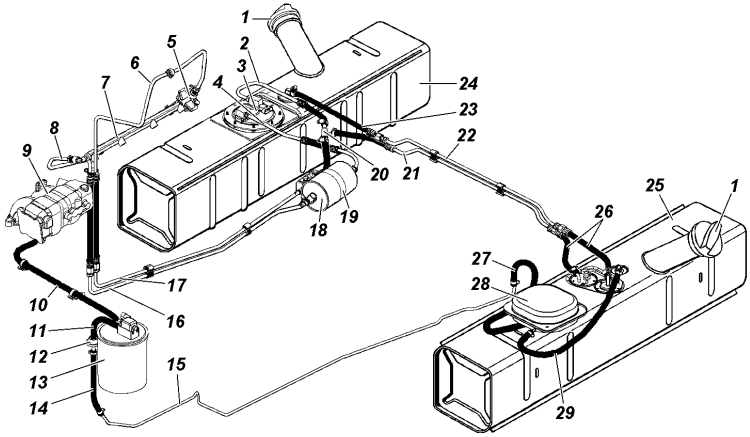
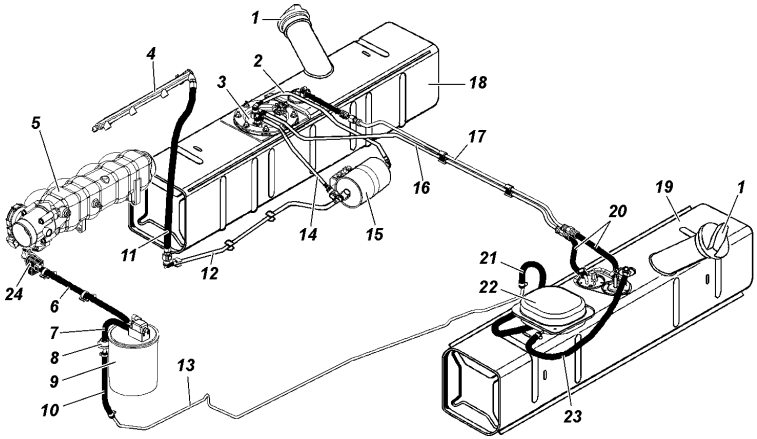

Рис. 9.27. Схема системы питания двигателя топливом (Экологический класс 2):
Рис. 9.28. Схема системы питания двигателя топливом (Экологический класс 3):
Топливные баки 24, 25 (рис. 9.27) и 18, 19 (рис. 9.28). Обслуживание топливных баков заключается в периодической промывке фильтра электробензонасоса (правый бак) и промывке самих баков.
- откройте люк в полу кузова над электробензонасосом 3 и отверните болты крепления сепаратора 28 (рис. 9.27) или 22 (рис. 9.28) и выньте его, отсоедините от него шланги;
Электробензонасос 3 (рис. 9.27) погружного типа с датчиком указателя уровня топлива.
На автомобилях экологического класса 3 установлен топливный модуль 3 (рис. 9.28) погружного типа, включающий в себя электробензонасос, струйный насос и регулятор давления и датчик указателя уровня топлива.